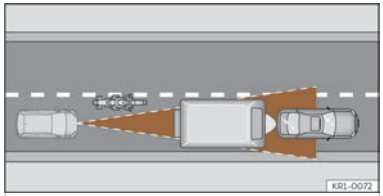

Fig. 121 Motorcyclist ahead out of range of the radar sensor.
- Vehicles that are not aligned while driving or that are outside the sensor's detection area, such as motorcycles ››› **Fig. 121**.